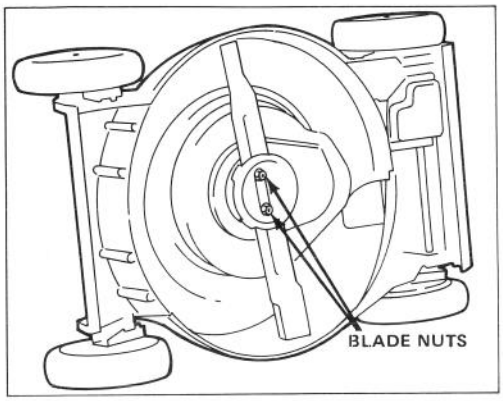

Figure 18
3. Tip mower on its right side (Fig. 18). Avoid rotating blade. Starting problems may result.
5. REMOVING BLADE – Grasp end of blade using a rag or thickly padded glove. Remove blade nuts, anti-scalp cup, blade, blade spacer and rotating screen (Fig. 18 & 20).